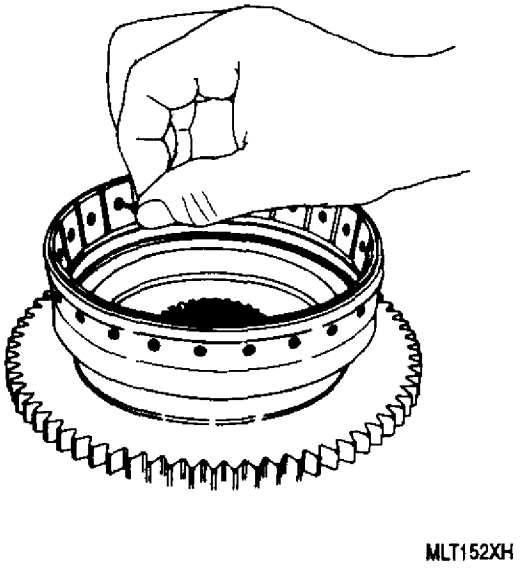

Figure 7. Checking Facing Rivet Holes Countersink Depth with 6796371 Gage
(4) Remove assembly from fixture.
d. Check counterbore/countersink depth using 6796371 gage as shown (figure 7).